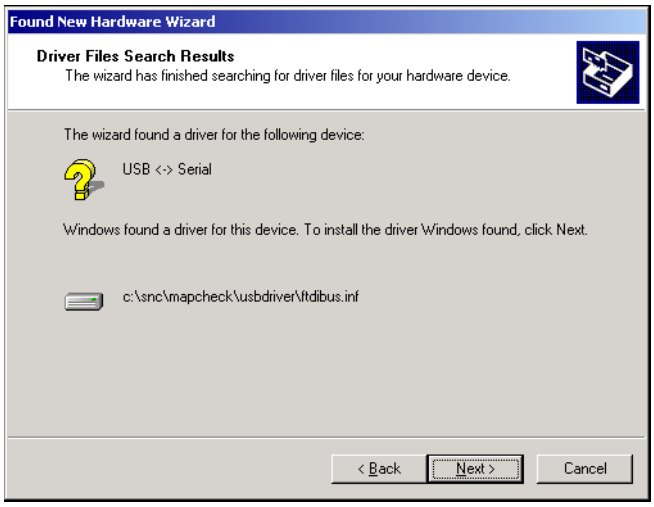

Figure 4-16. Install hardware drivers dialog box
4. Select "Specify a location," clear any other check boxes, and click Next. The computer will search for a driver, install it, and display the results (Figure 4-16).